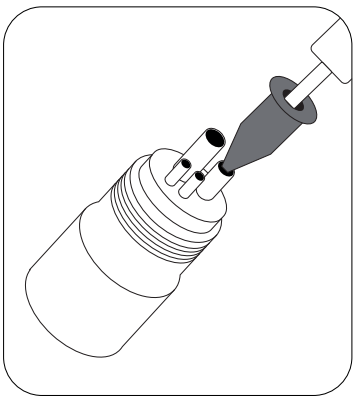

Рис.2
- Возьмите наконечник в руку головкой вниз, подайте смазку сильным нажатием со стороны подключения к установке (бор машине) непрерывно в течении 2 секунд (рис.2). В случае наличии грязи на салфетке - повторить.